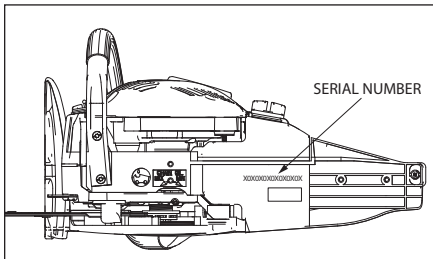

FIGURE 1
Record the model number and serial number in the space provided for easy reference. **SEE FIGURE 1.** Warranty is valid only if the completed registration is received by Ardisam within 30 days of purchase. You can register your warranty online by visiting www.getearthquake.com. If you do not have a computer, call our customer service department at (800) 345-6007 Mondays through Fridays from 8 a.m. to 5 p.m. CST.